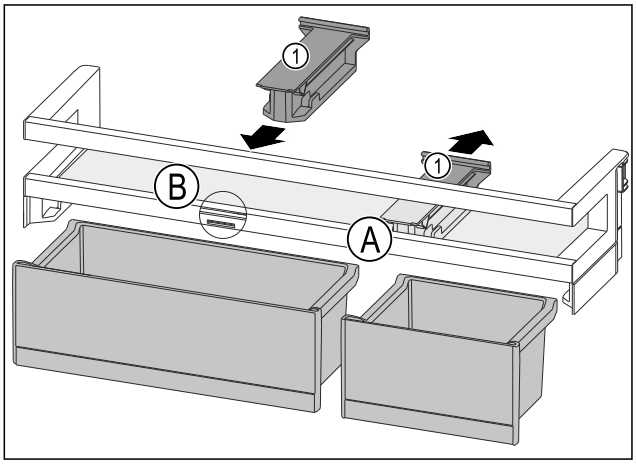

Fig. 195
▶ Take off the holding part *Fig. 195 (1)* in position *Fig. 195 (A)* backwards.
▶ Insert the holding part *Fig. 195 (1)* in position *Fig. 195 (B)*.